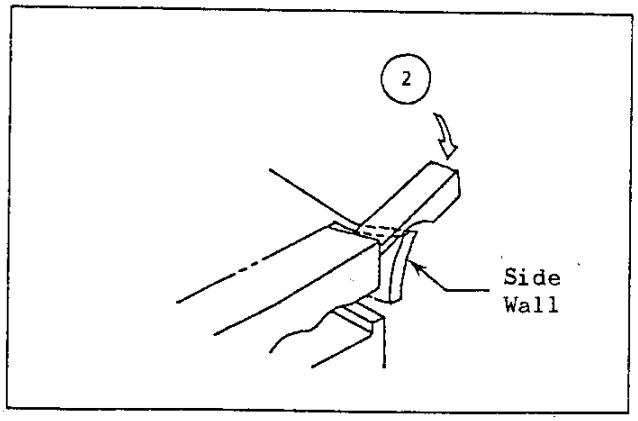

Fig. 3 IW303-0251E26
2. Tilt the tool so that the tip end digs up the double-lock plate with the side wall partially bending outside to release locking device as shown in Fig.3.